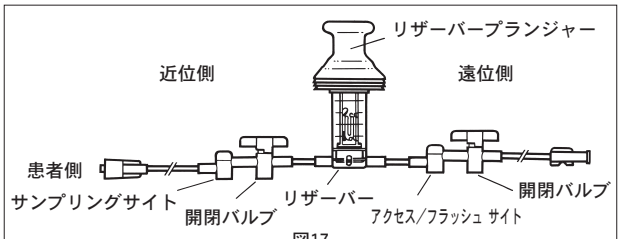

図17
(2)医療機関の規定に従い、遠位側をIVライン／IVポンプに取り付けます。キットに圧トランスデューサが含まれていない場合には、保護キャップを外して遠位末端のメスルアーコネクタを圧トランスデューサのオスルアーか、または他のフラッシュ装置に接続します（図17）。